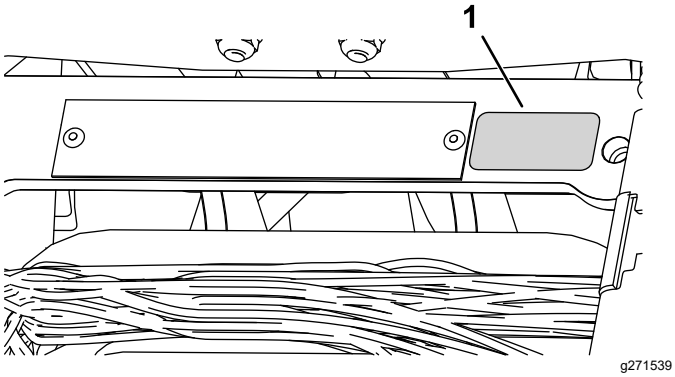

Figur 12
- Montera dekalen med uppgift om tillverkningsår nära serienummerplåten (Figur 12).